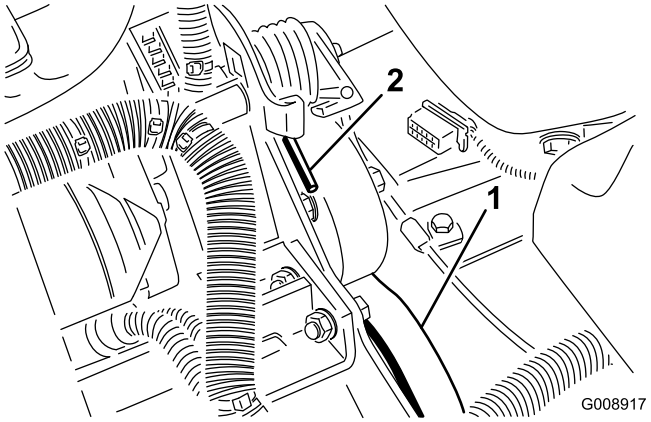

Figur 55
2. Tryk ned og fremad på fjederenden (Figur 55) for at løsne den fra konsollen og løsne spændingen på fjederen.